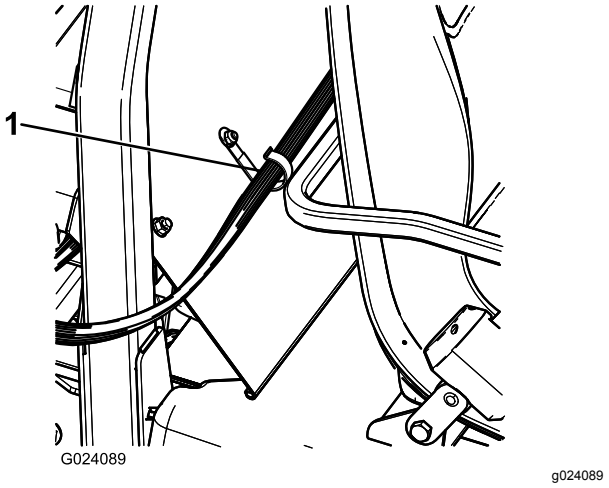

Figur 17
5. Montera en J-klämma bakom passagerarsätet med en skruv (¼ x ½ tum) och en mutter (¼ tum) (Figur 17).